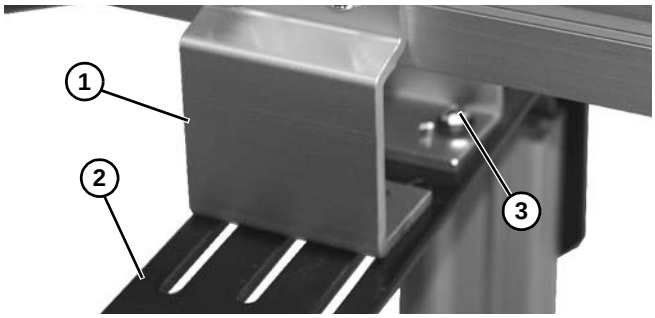

Figure 17
1. Fasten brackets **(Figure 17, item 1)** to support stand **(Figure 17, item 2)** with mounting screws, washers, and nuts **(Figure 17, item 3)**.